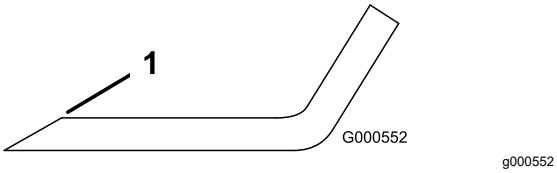

Figur 108
1. Bruk en fil til å slipe eggen i begge ender av kniven (Figur 108).
Merk: Hvis kniven ikke er i balanse, filer du bort litt av metallet på enden av vingeområdet (Figur 108).